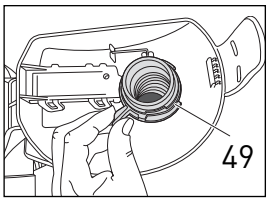
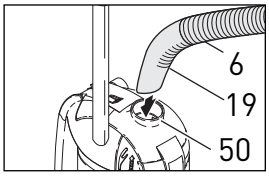

Figure 23
Figure 24
Vérifiez la puissance d'aspiration à l'extrémité du tube (6) en tirant le manche du tube (19) en dehors de l'ouverture d'aspiration (18). Si vous sentez seulement une faible puissance d'aspiration, le bourrage est dans le tube. Pour éliminer un bourrage dans le tube, tenez le manche du tube à la verticale avec une main bloquant l'extrémité supérieure et allumez l'appareil. Enlevez et remettez votre main rapidement de l'extrémité du tube. Si cela n'élimine pas le bourrage, vous pouvez également éliminer les bourrages en inversant le tube. Pour détacher le tube de l'appareil, soulevez le couvercle d' logement du sac. Détachez la bague de sécurité (numéro 49, Figure 23) située à l'intérieur du couvercle en poussant le levier dans le sens des aiguilles d'une montre comme indiqué dans la figure 23. Retirez le tube, Fermez le couvercle d' logement du sac et insérez le manche du tube dans le tube de connexion (numéro 50, Figure 24) du couvercle du filtre. Tenez le tube à la verticale avec une main obstruant l'extrémité supérieure et allumez l'appareil. Si nécessaire, enlevez et remettez votre main rapidement de l'extrémité du tube. Lorsque le bourrage est supprimé, retirez le manche du tube du tube de connexion. Déverrouillez la bague de sécurité (49) et insérez l'autre extrémité du tube dans le tube de connexion, Relâchez la bague de sécurité de manière à ce qu'elle enserre le tube. Assurez-vous que le tube est connecté puis fermez le couvercle d' logement du sac.